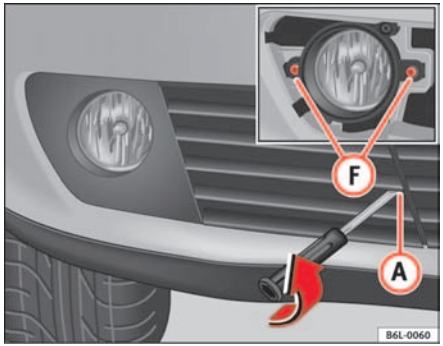

Fig. 150 Fog lights
– Remove the grille, taking out the screw (A) ⇒ fig. 150, carefully pull the grille on the side of the screw and release the cover.
– Undo the two fastening screws (F) ⇒ fig. 150 and when released unplug the connector.